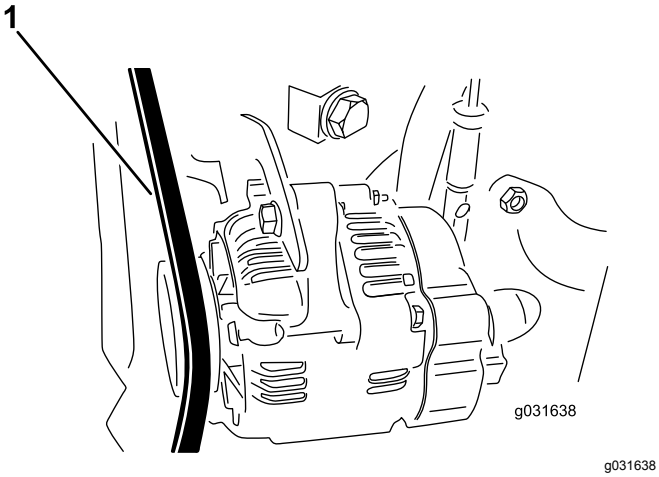

图 61
2. 检查皮带张紧力的方法使用 30N·m 的力按压交流发电机与曲轴箱皮带轮之间的皮带中间位置图 61。